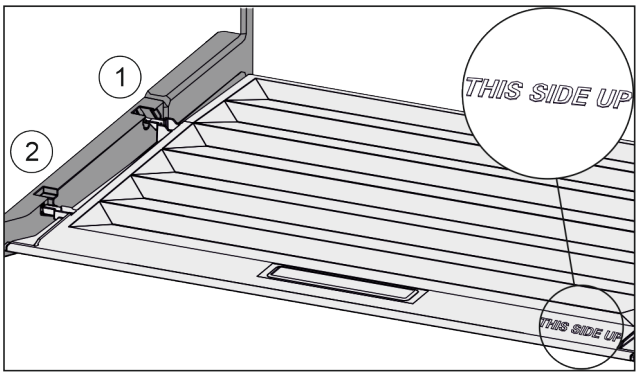

Fig. 32
▶ Вставить поперечные ребра крышки через отверстие заднего держателя *Fig. 32 (1)* и защелкнуть спереди в держателе *Fig. 32 (2)*.